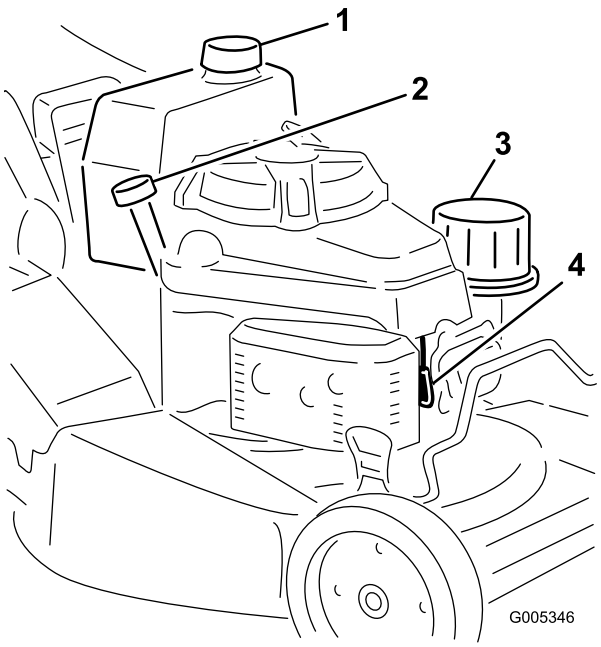

Figura 13
1. Pulite attorno al tappo del serbatoio del carburante (Figura 13).
1. Collegate il cappellotto alla candela (Figura 13).